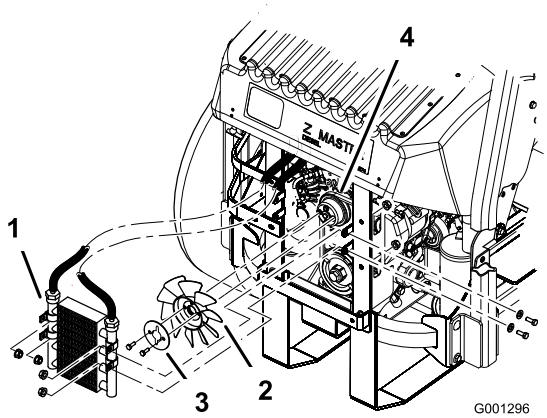

Figuur 65
5. Verwijder de 4 bouten waarmee de oliekoeler vastzit en leg de oliekoeler opzij (Figuur 65).
6. Verwijder de 2 bouten waarmee de ventilator en de ventilatorplaat zijn bevestigd aan de machine (Figuur 65).
10. Monteer de ventilator en de ventilatorplaat op de machine met de 2 bouten die u eerder hebt verwijderd (Figuur 65).
11. Monteer de oliekoeler met de 4 bouten die u eerder hebt verwijderd (Figuur 65).